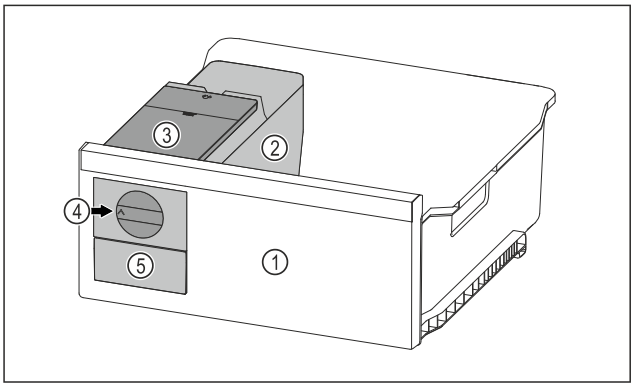

Fig. 97 Représentation à titre d'exemple
▶ Tourner le bouton rotatif *Fig. 97 (4)* dans le sens horaire jusqu'à la butée.
▷ Les glaçons tombent du bac à glaçons dans le tiroir à glaçons *Fig. 97 (5)*.